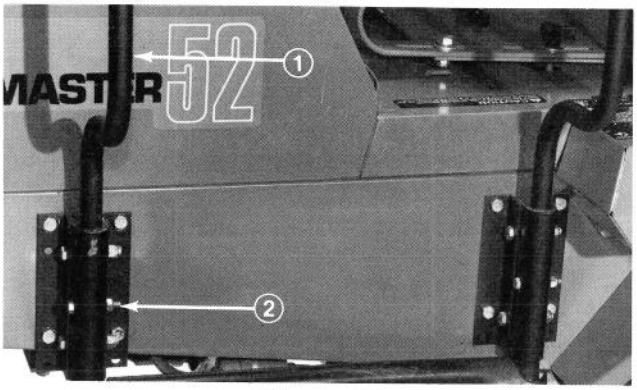

Figure 20
2. Insert legs of upper support tube assy. into lower support tubes and secure with (2) 5/16-18x2-1/4" lg. capscrews and locknuts (Fig. 20).